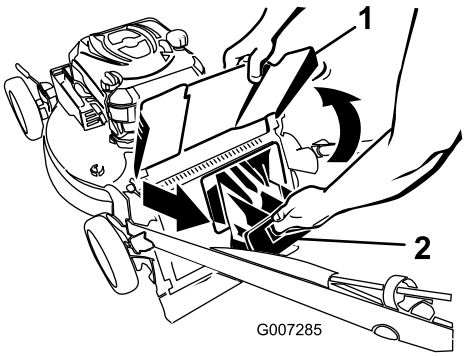

Figur 21
2. Hæv, og hold deflektoren for bagudkast oppe (Figur 21).
3. Træk bagudblæsningsdækslet af (Figur 21).